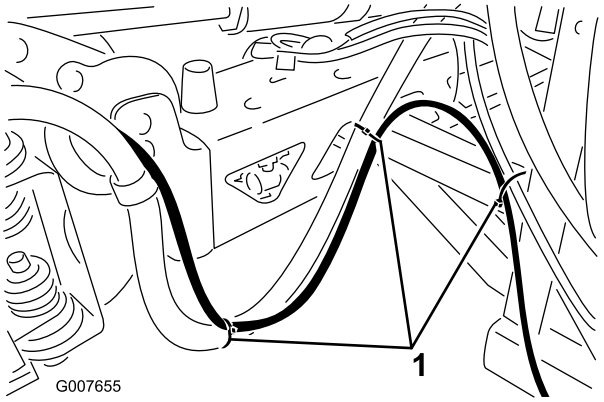

Figuur 9
C. Leid de slang verder langs de bestaande toevoerslang van de spuitboom. Bevestig de slang met plastic kabelbinders aan de steun op de plaatsen afgebeeld in Figuur 9.